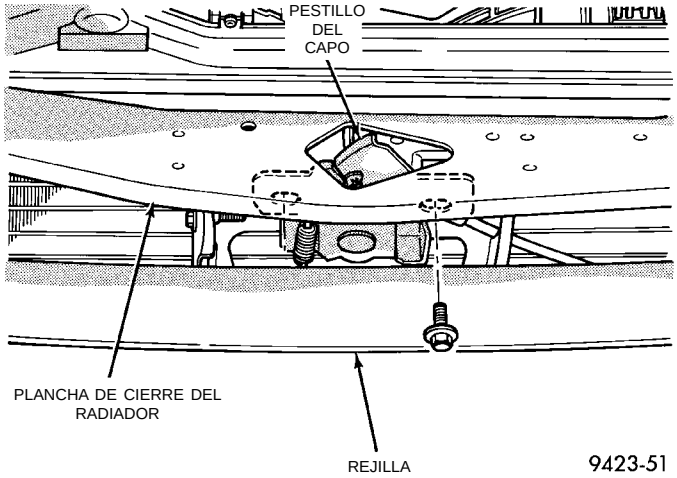

Fig. 2 Pestillo del capó
(1) Suelte el pestillo del capó y ábralo.
(2) Apoye el capó en la varilla de sustentación.
(3) Retire la rejilla.
(4) Retire los tornillos que sujetan el pestillo del capó a la plancha de cierre del radiador (Fig. 2).
(5) Separe el pestillo del capó de la plancha de cierre.
(6) Desacople el cable de desenganche a distancia del pestillo.